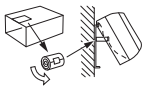

Fig. 5
6) Insérez le tuyau de vidange dans le manchon d'ouverture murale (C) et fixez la partie supérieure de l'unité interne sur le gabarit d'installation (1). Déplacez ensuite l'unité interne complètement vers la gauche pour faciliter le placement de la tuyauterie à l'arrière de l'unité.
7) Découpez une partie du carton d'expédition, roulez-le, fixez-le sur la saillie arrière et utilisez-le comme entretoise pour soulever l'unité interne. (Fig. 5)
8) Raccordez la conduite de réfrigérant à l'aide du tuyau télescopique (B).
9) Repoussez fermement la partie inférieure de l'unité interne sur le gabarit d'installation (1).